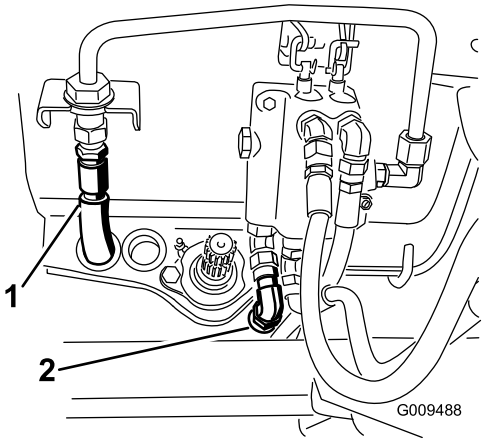

**Rysunek 51**
15. Podłącz hydrauliczny przewód ciśnieniowy do przewodu sztywnego zaworu, a następnie podłącz przewód zbiornikowy do zaworu (Rysunek 51).